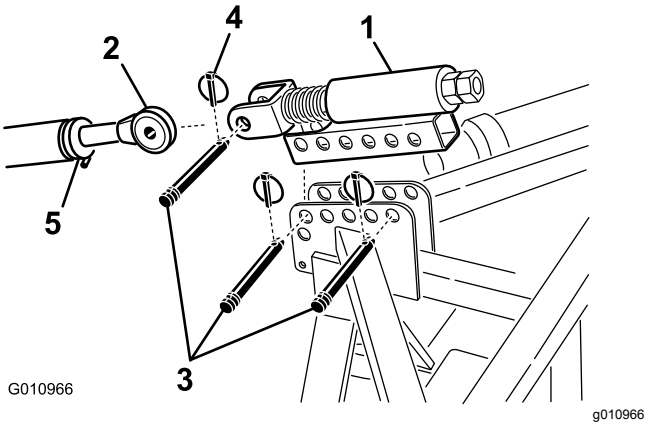

**Figuur 9**
1. Monteer de veerbelaste bovenste schakel aan de beugel van de beluchter met twee draaipennen en lynchpennen (Figuur 9)
2. Draai de borgmoer op de bovenste schakel van de tractie-eenheid los. Stel de lengte van de bovenste schakel af totdat deze is uitgelijnd met de gaffel op de veerbelaste bovenste schakel van de beluchter (Figuur 9).
schakel en vergrendel met een draaipen en lynchpen (Figuur 9).
6. Draai de bovenste schakel totdat de veer met ongeveer 13 mm is samengedrukt (Figuur 9).